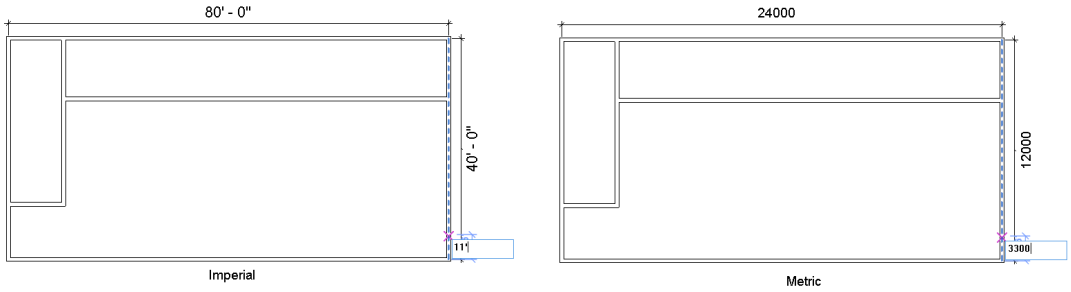

Figure 3-69 *Specifying the distance for starting the first interior wall segment*
5. To sketch the third interior wall, place the cursor toward the lower right corner of the wall segment and move the cursor upward. Enter **11'0"** for Imperial or **3300** mm for Metric and then press ENTER, as shown in Figure 3-69; the starting point of the interior wall is specified.